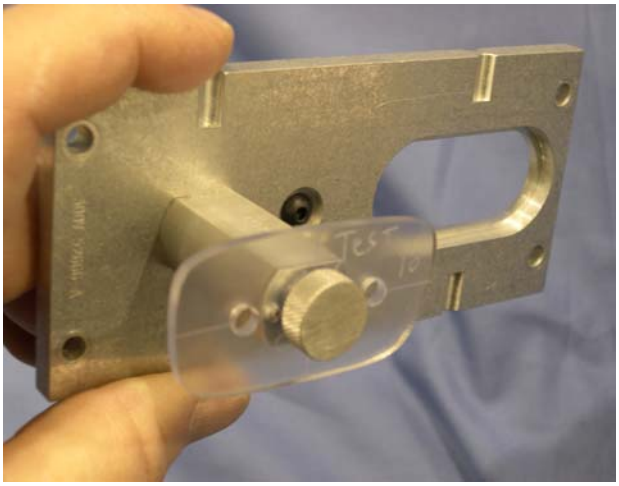

Figura 3.3: Stampo montato su un portalenti/portastampo
1. Attaccare lo stampo al portalenti/portastampi tramite i perni di registrazione. Attaccare lo stampo con il supporto dello stampo. Vedere la figura 3.3 sulla destra.